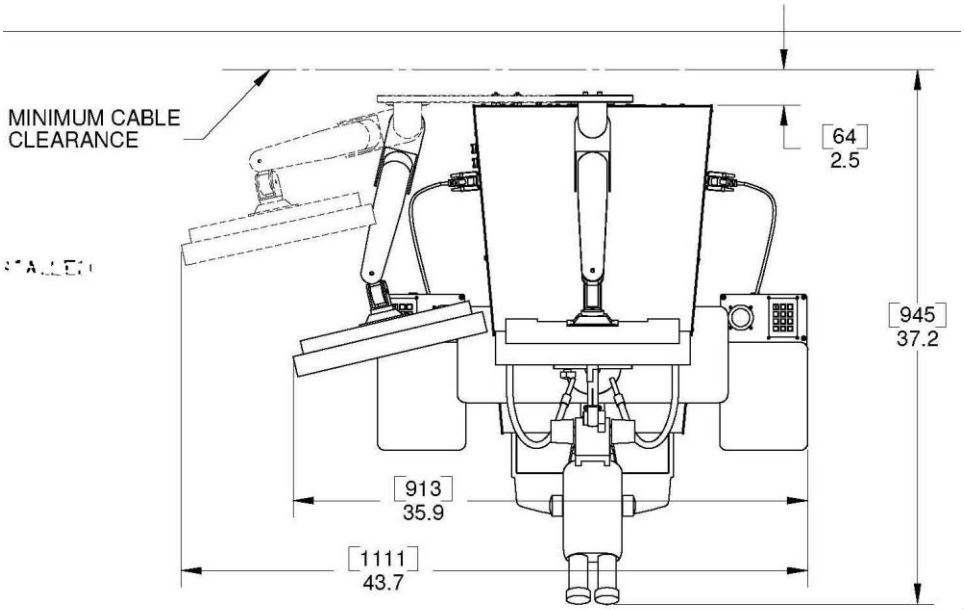

Figure 1. Royce 650 Site Installation Measurements
4. The Royce 650 should be placed in area that allows adequate access for installation and maintenance to the side and back of the machine. Refer to Table 1 for the optimum operation space requirements and Figure 1 for the installation clearance measurements.